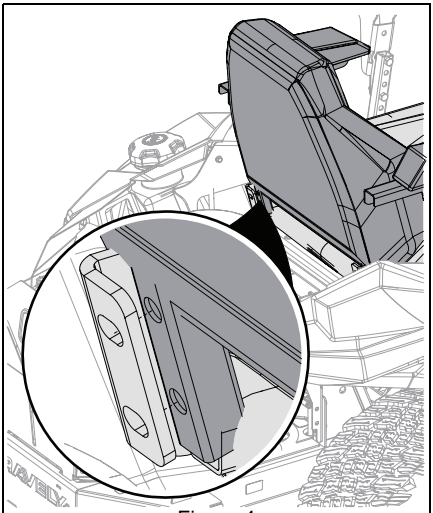

Figure 4
4. Align holes in backrest with holes in seat base. See Figure 4.